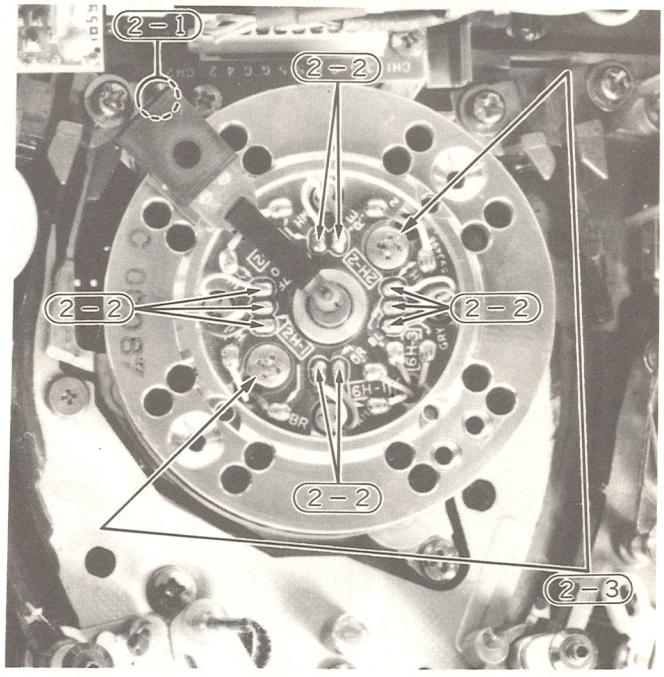

Fig. 20 Video Head
2. Video head (Upper Cylinder) (Fig. 20)